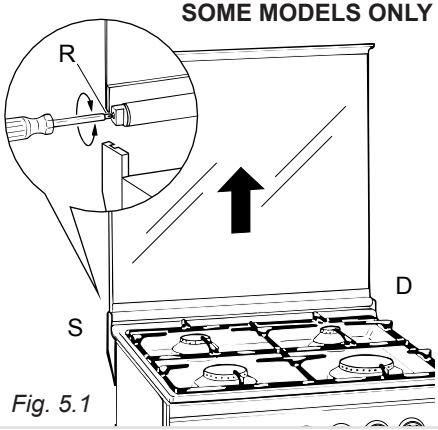

Fig. 5.1
- The right housing must receive the hinge marked "**D**" while the left housing must receive the hinge marked "**S**" (fig. 5.1)
If necessary, register the calibration of the hinge springs using the screws "**R**" (fig. 5.1).